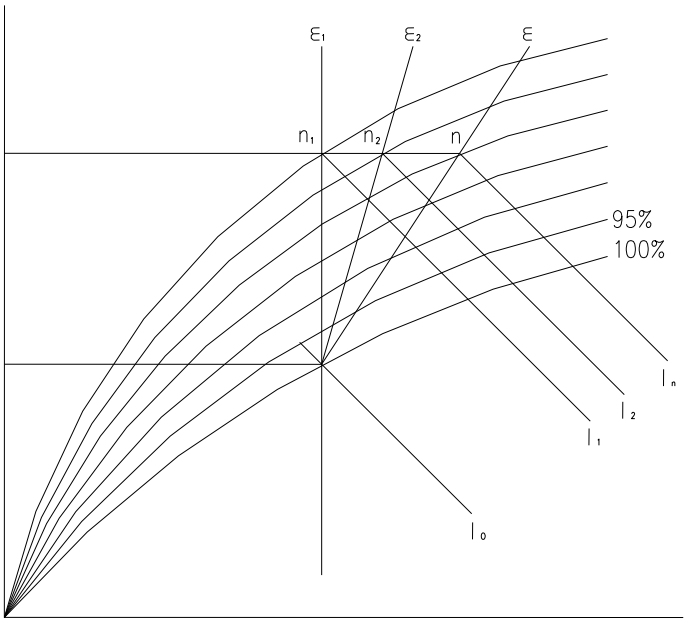

Figure 1 Air treatment temperature process of a fan coil
e. When a fan coil runs at standard condition, the final point of air treatment depends on the enthalpy difference of air treatment and the cooling capacity is related to the humidity load of the room, in that the greater the heat-humidity ratio, the smaller the cooling capacity is, as shown in Figure 1. So, the air treatment enthalpy difference of the fan coil can be determined by heat-humidity ratio curve, final point parameters of air treatment and air parameters, and then the cooling capacity of the fan coil can be calculated based on the air treatment enthalpy of the room at different heat-humidity ratio...